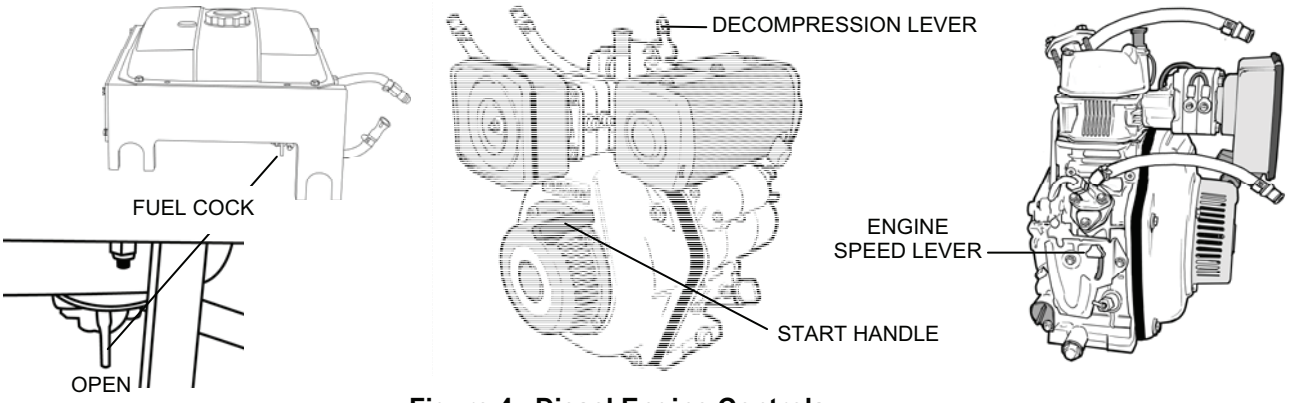

Figure 4. Diesel Engine Controls.
5. Start the diesel engine using the following procedures (Figure 4):